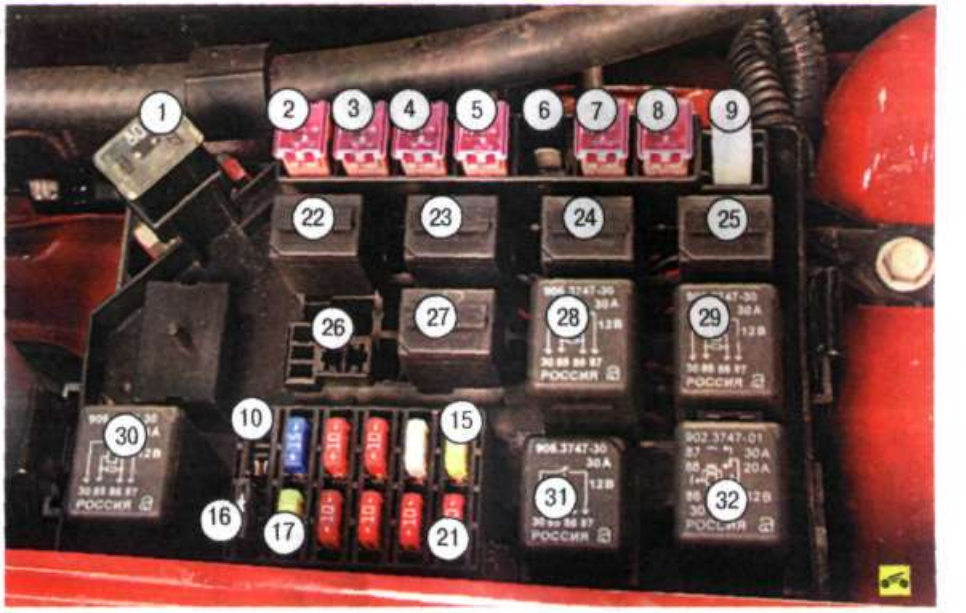

Рис. 10.2. Номера предохранителей, плавких вставок и реле в монтажном блоке, расположенном в подкапотном пространстве
Кроме того, реле и предохранители расположены в монтажном блоке в подкапотном пространстве (рис. 10.2, крышка монтажного блока снята). В табл. 10.2 указано назначение установленных предохранителей, плавких вставок и реле, но на конкретной модели автомобиля могут отсутствовать некоторые цепи, указанные в таблице.
10. Для замены главного предохранителя №1 (см. рис. 10.2) выверните два болта...